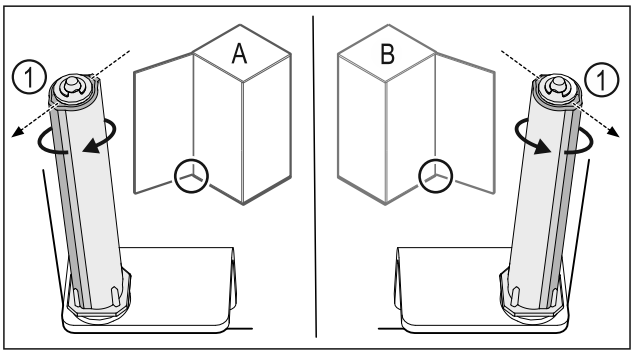

*Fig. 19 Opritorul din stânga (**A**) / opritorul din dreapta (**B**)*
- ▶ Rotiți sistemul de închidere până la rezistență, până când pragul sistemului de închidere *Fig. 19 (1)* este orientat spre exterior.